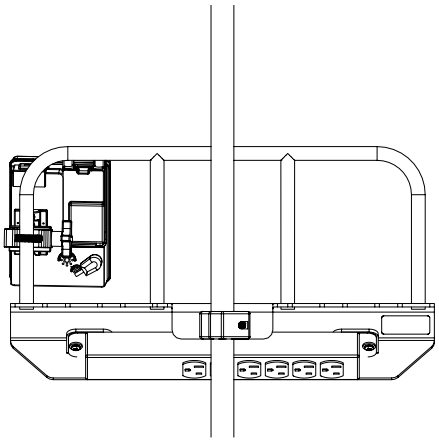

Figure 15: Disconnecting the infusion pump from the optional power bar
1. Disconnect the infusion pump from the power bar, then unwind the power cord from the cable management hook located behind the mounting system, if needed (Figure 15).